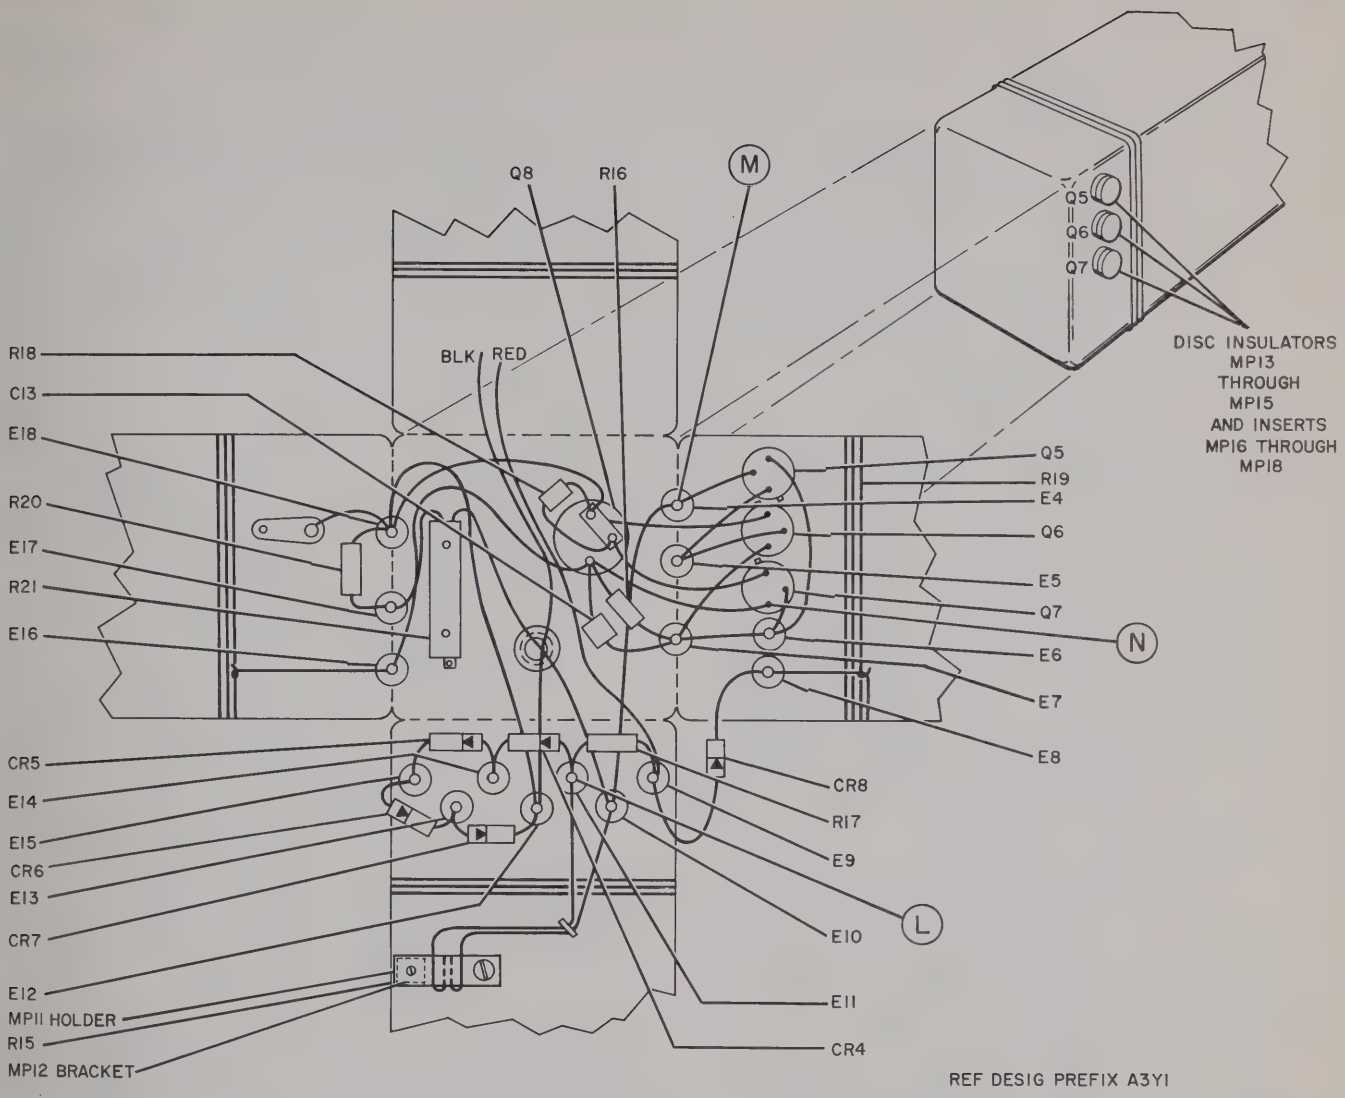

Figure 5-27. Crystal Oven, Location of Parts
(1) Perform the procedure of steps (1) through (8) of paragraph ae.
(2) Unsolder the two crystal leads from feedthru terminals A3Y1E2 and A3Y1E3 (figure 5-27).
(3) Remove and save the six screws and lockwashers that secure the crystal shield A3Y1MP7 to the panel A3Y1MP6; then remove the crystal shield together with the crystal.
(4) Remove and save the three screws, washers, and nuts that secure the crystal shield to the crystal; then remove the crystal shield.
(5) Remove and save the resilient mount A3Y1MP7 from around the defective crystal.
(6) Wrap resilient mount around the glass envelope of the replacement crystal; hold the wrap in